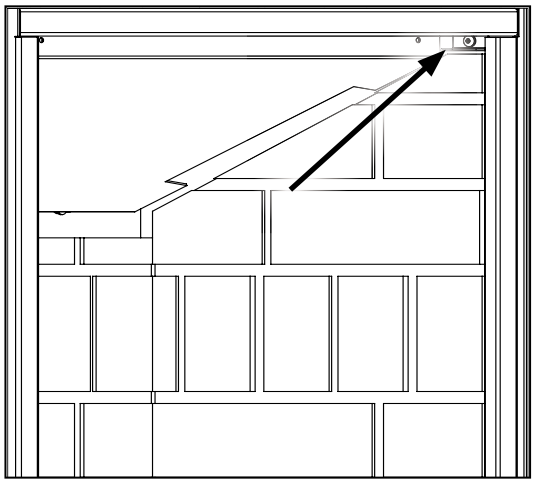

Figure 40. Brick Panel Retainer.
7. Install the supplied brick panel retainers (see Figure 40) on each side of the firebox above the ceramic panels. Make sure the panels are plum with the front of the firebox.